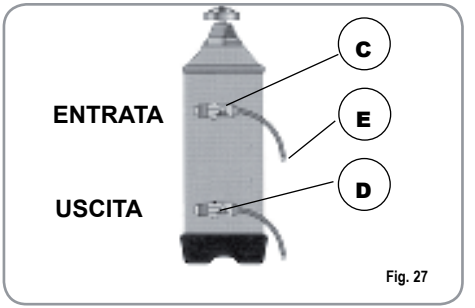

Fig. 27
1) Spegnere la macchina e mettere un recipiente della capacità di almeno 5 litri sotto il tubo E (Fig. 27).